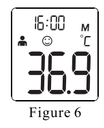

Figure 6
2. The thermometer will automatically memorize the last 10 temperature readings. Each memory also records the measurement date/time/mode icon. Each time the ⏻ *BUTTON* is pressed, the screen displays past readings that correspond with a number 1-10. The number 1 reflects the most recent reading, while the number 10 reveals the oldest reading stored in memory.(See Figure 6)